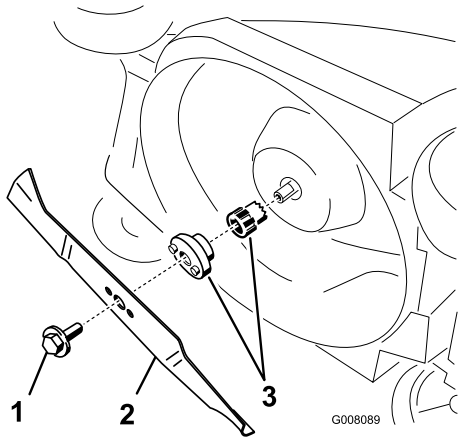

Figur 24
1. Hold enden av kniven (Figur 24) med en fille eller en tykk hanske.